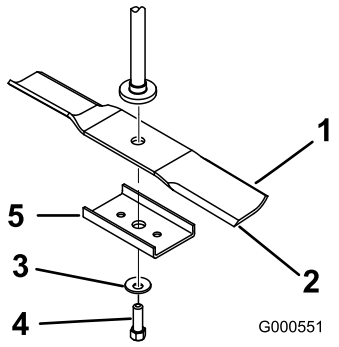

**Figur 54**
Hold knivenden ved hjelp av en fille eller en tykk hanske. Fjern knivbolten, bueskiven, knivoppstrammeren og kniven fra spindelakselen (Figur 54).
1. Monter kniven på spindelakselen (Figur 54).
2. Monter kniven, holderen, bueskiven (den hule siden skal vende mot kniven) og knivbolten (Figur 54).